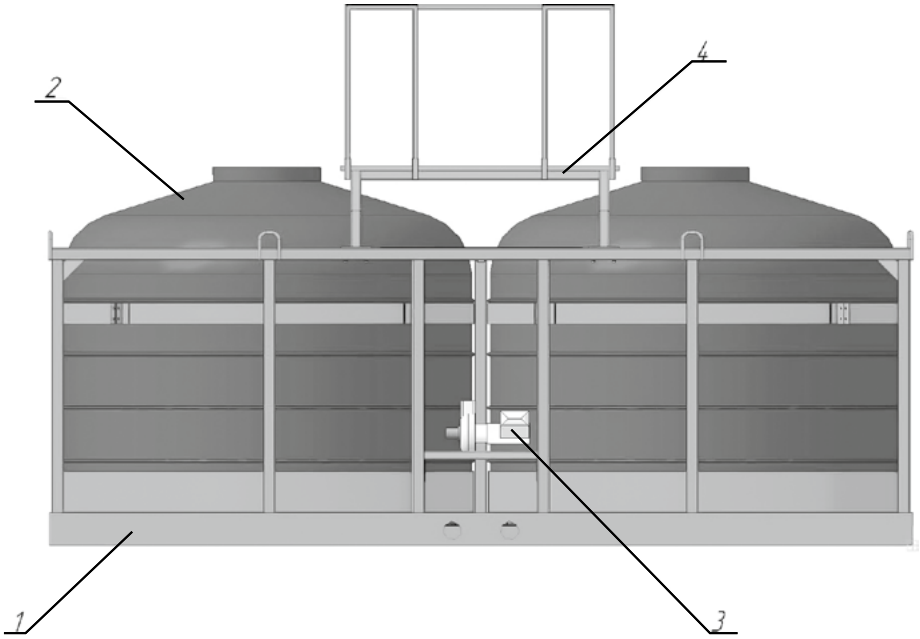

**Рис. 1. Кассета К2х5000**
**3.2**. *Кассета* (рис. 1) состоит из: рамы 1; двух емкостей объемом 5000 литров 2; мотопомпы производительностью 600 л/мин 3; съемной площадки обслуживания 4 со съемными поручнями ограждения.
**3.3**. *Рама* кассеты 1 (рис.1) представляет собой сварную конструкцию из швеллера и служит основанием для монтажа основных узлов. На раме расположены обечайки для крепления емкостей, кронштейнов для крепления мотопомпы и фильтров.
**3.4**. *Емкости 2 (рис.1)* изготовлены из полиэтилена, предназначены для приема и содержания рабочих жидкостей различного назначения. В верхней части баков расположены заливные горловины, в которых установлены фильтры, обеспечивающие первую ступень очистки раствора. Горловины плотно закрываются крышками, которые имеют специальный клапан для компенсации разности давлений.